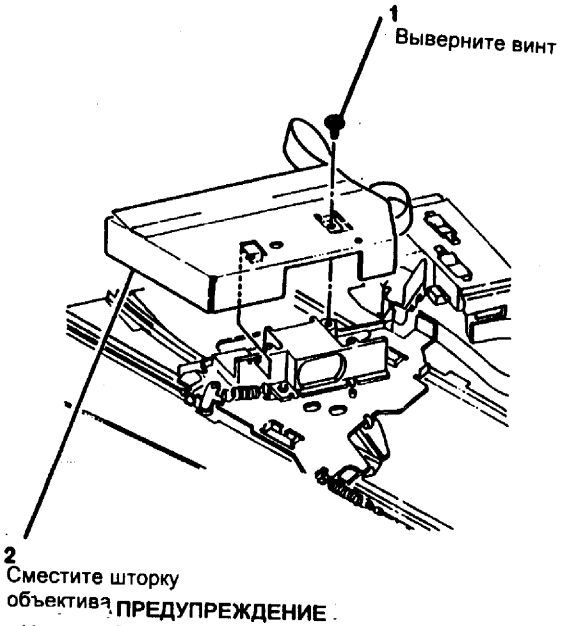

Рис. 2 Смещение шторки объектива
3. (Рис. 2) Снимите шторку объектива.